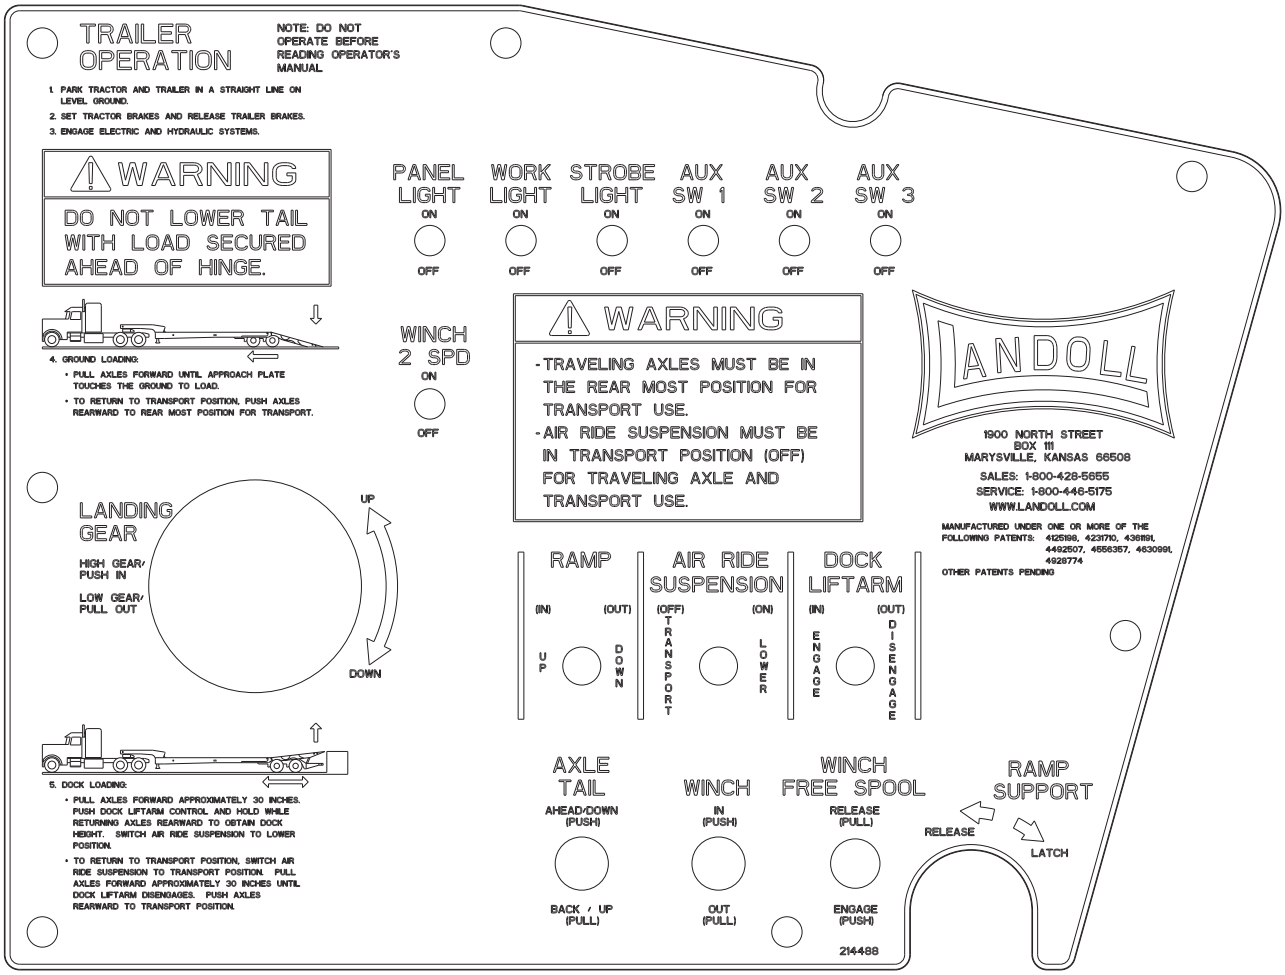

Figure 3-3: Controls Panel
The Axle/Tail Control Knob is located on the control panel (***See Figure 3-3***.) The knob is used both for loading/unloading and dock leveler operation. **See** ***step 2*** **of** ***"Dock Lift Arm Control Operation (Option)" on page 3-17*** for use of Axle/Tail Control Knob for dock leveler operation. The Axle/Tail Control Knob is beside the winch control knob and has three positions (***See Table 3-1***.)
1. The 900E Series semitrailer comes equipped with a "dump valve" on the air ride suspension as standard equipment (***See Figure 3-3***.) The valve has two primary purposes.
The Work Light Switch is on the hydraulic control panel (***See Figure 3-3.***) It illuminates the hydraulic control panel and controls the optional work lights mounted on the bulkhead or slope. The work lights illuminate the upper and lower decks.
1. The Winch Hydraulic knob is located on the driver's side of the upper deck (***See Figure 3-3***.) It is the second knob from the left and has three positions (***See Table 3-2***.)